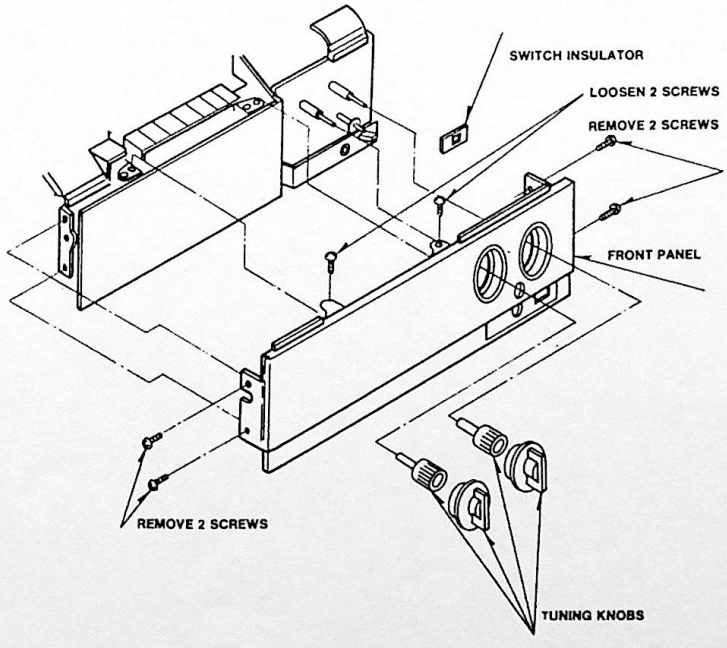

Figure 5. Front Panel Removal
Front panel — Remove VHF CHANNEL knob, VHF FINE TUNING knob UHF CHANNEL knob, UHF FINE TUNING knob, two (2) screws from each side and loosen two (2) screws on top (Figure 5).